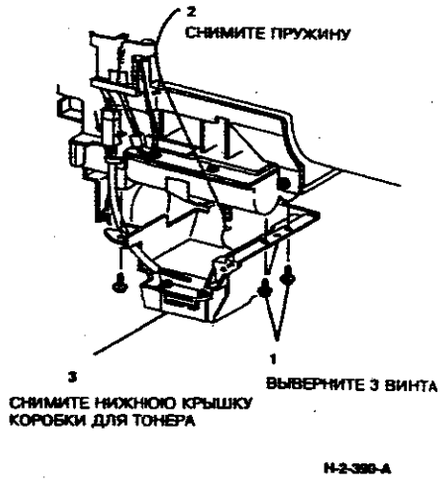

**Рисунок 3. Снятие нижней крышки коробки для тонера**
6. (Рисунок 3) Снимите нижнюю крышку коробки для тонера.